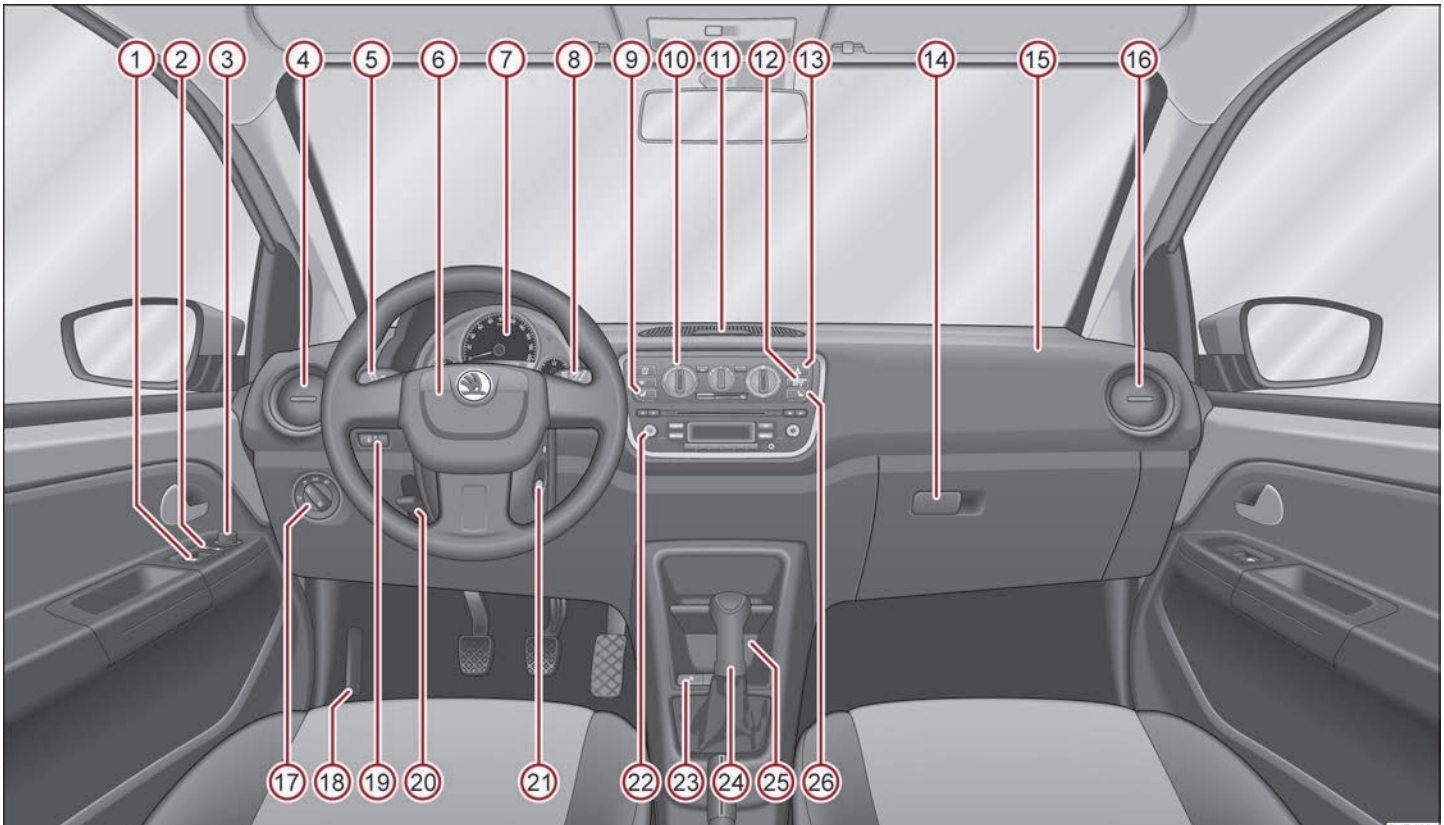

Fig. 1 Cockpit
- The arrangement of the controls and switches and the location of some items on right-hand drive models may differ from that shown in ⇒ Fig. 1. The symbols on the controls and switches are the same as for left-hand drive models. ■